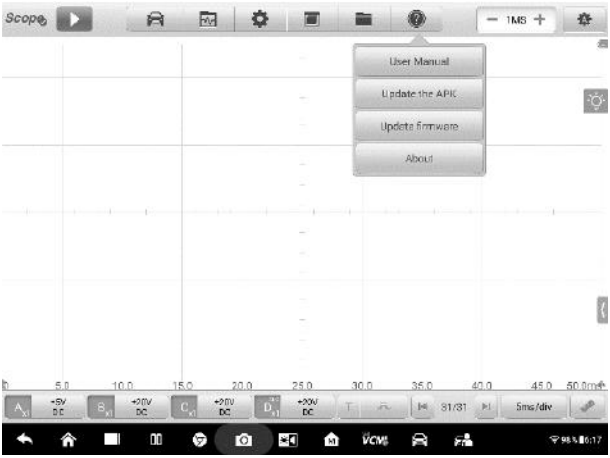

Figure 1-2 ***Sample Help Screen***
1. Tap the **Help** button on the upper half of the screen. A dropdown menu displays. (***Figure 1-2***)